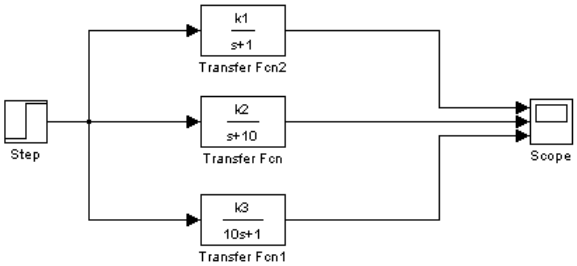

Rysunek 6: *Drugi przykładowy model Simulinka.*
5.1 Utworzyć model przedstawiony na Rys. 6. W celu zmienienia liczby sygnałów wejściowych bloku Scope, należy dwukrotnie nacisnąć na niego lewym przyciskiem myszy. W nowo otwartym oknie wybrać z paska narzędzi Parameters oraz określić Number of axes.